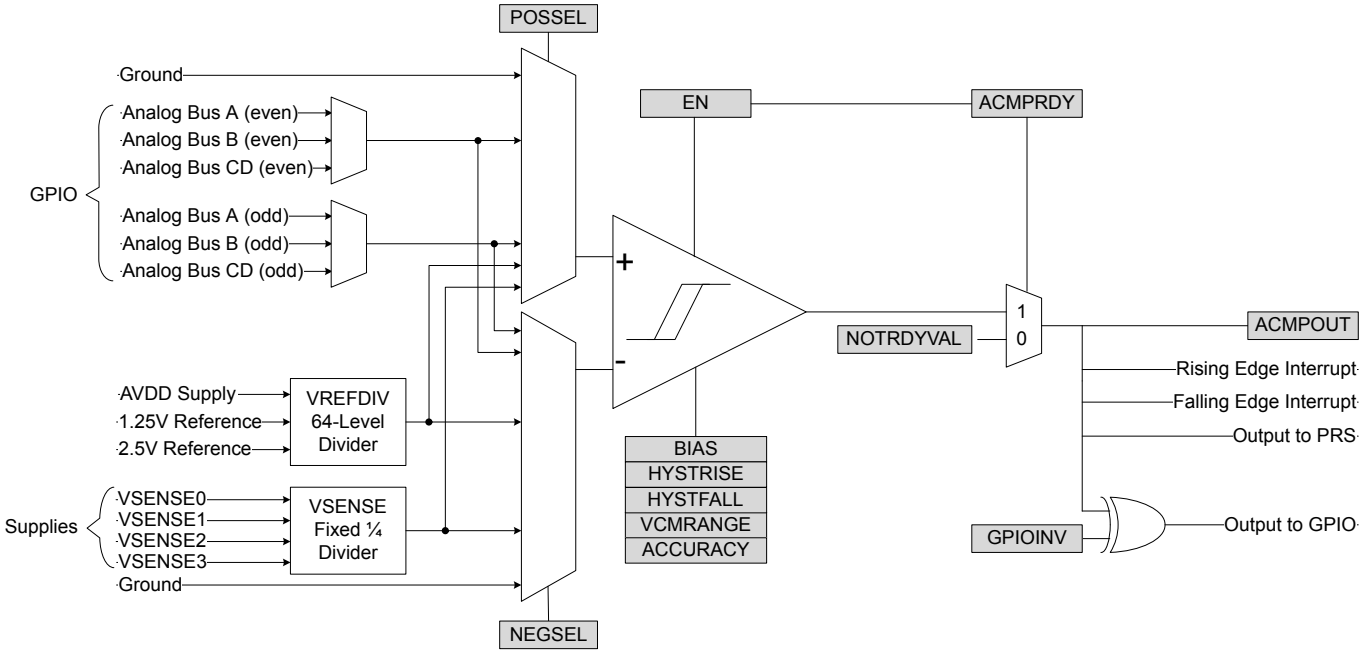

Figure 24.1. ACMP Overview
An overview of the ACMP is shown in Figure 24.1. ACMP Overview.
The ACMP can be used to monitor supply voltages. This is done by selecting VSENSE01DIV4(LP) or VSENSE11DIV4(LP) for either POSSEL or NEGSEL. Note that the input to the comparator core will be divided by 4, as illustrated in Figure 24.1. ACMP Overview. To reduce energy consumption, a sample/hold circuit can be used to periodically sample the power supplies. To enable this, select VSENSE01DIV4LP or VSENSE11DIV4LP in POSSEL / NEGSEL. Because the sample/hold feature uses the comparator in a non-continuous fashion, enabling this will increase response times and reduce the accuracy of the comparator. The connections between VSENSE0 and VSENSE1 to power supplies are summarized in the table below.